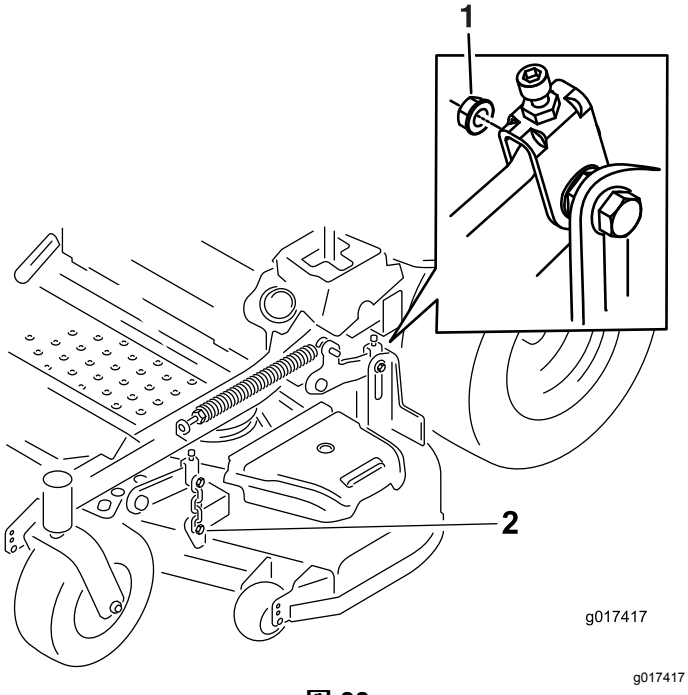

図 88
7. 機体の左右の前後にあるデッキ昇降アタッチメントのショルダボルトとナットを外す。外したボルト・ナットは保管する図 88。